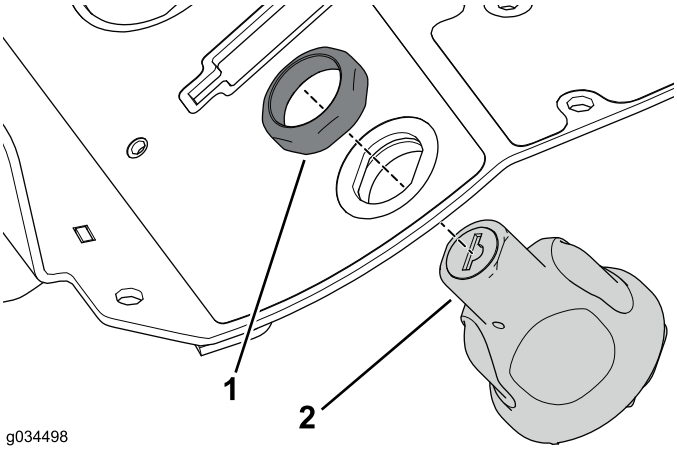

Bild 13
4. Entfernen Sie die Befestigungsmutter am Zündschloss, um es vom Bedienfeld abzunehmen (Bild 13).